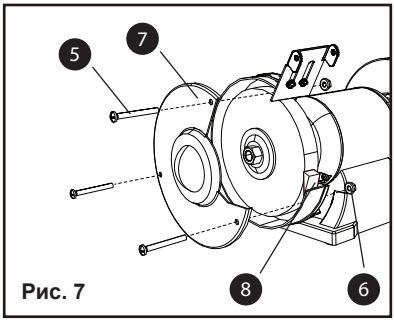

Рис. 7
3. Выкрутите три винта (5) и стопорные гайки (6) с крышки колеса, а затем снимите наружную крышку (7).
4. Чтобы колесо не вращалось, установите деревянный клин (8) (не входит в комплект поставки). между кругом и крышкой круга, как показано на рис. 7.